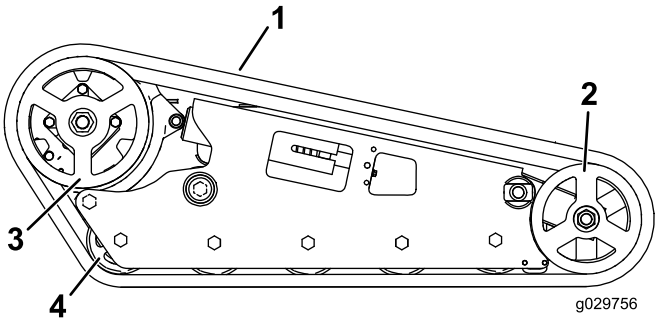

Rysunek 53
**Ważne: Pamiętaj o dokładnym oczyszczeniu kół jezdnych, koła przedniego oraz koła napędowego (Rysunek 53). Po oczyszczeniu koła jezdne powinny swobodnie się obracać.**